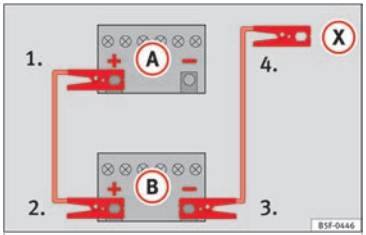

Fig. 77 Diagram of connections for vehicles without Start Stop system
2. Connect one end of the *red* jump lead to the positive (+) terminal of the vehicle with the flat battery (A) ››› **Fig. 77**.
3. Connect the other end of the *red* jump lead to the positive terminal (+) in the vehicle providing assistance (B).
4. *For vehicles without Start-Stop system:* connect one end of the *black* jump lead to the negative terminal (–) of the vehicle providing the current (B) ››› **Fig. 77**.